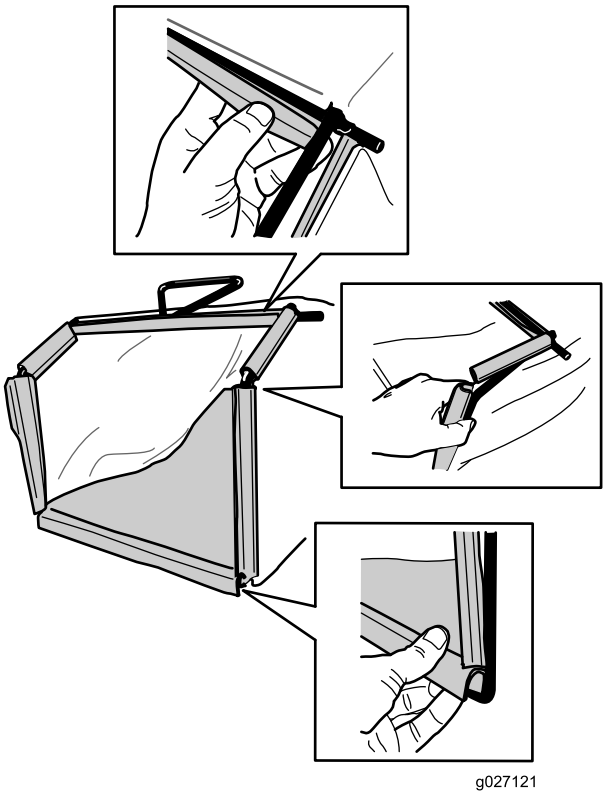

Figure 7
2. Accrochez la glissière inférieure du bac au bas de l'armature (Figure 7).
3. Accrochez la glissière supérieure et les glissières latérales du bac au sommet et sur les côtés de l'armature respectivement (Figure 7).